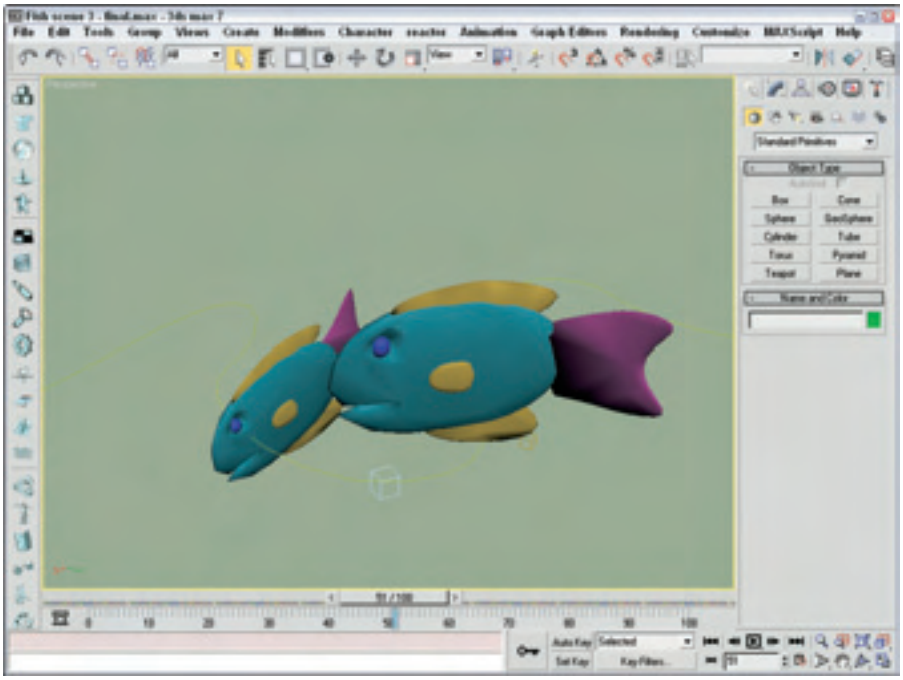

Figure 49-13: Both fish swimming together
2. Choose File ➪ Evaluate All (or press Ctrl+E) to run the script again, and then animate it. Figure 49-13 shows both fish swimming merrily.